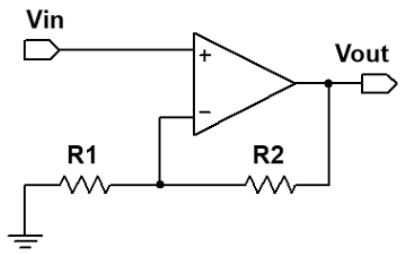

FIGURE 21. Op amp non-inverting amplifier circuit
A.2. **Non-Inverting Op Amp Amplifier Configuration with Compensation.** For the non-inverting amplifier configuration (Fig. 21), the two equations that we need to solve for V_{out} and V_- are